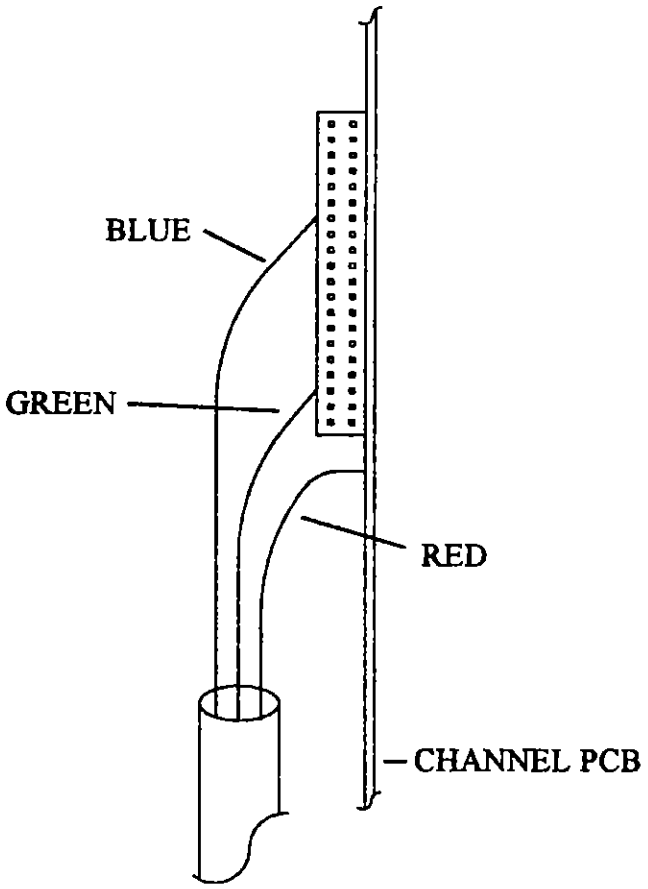

Fig. 3.
3. De-solder the Red, Green & Blue fader wires from the Channel PCBs for every Input Channel (not Group faders). *see Fig. 3.* ***Do not*** de-solder the wires from the faders. Clean up the remaining solder from the PCB holes using suitable solder braid or solder sucker.